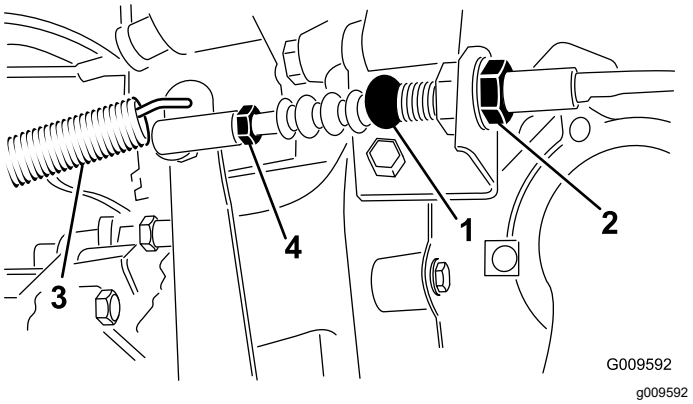

**Figuur 68**
1. Draai de contramoeren los waarmee de koppelingskabel vastzit aan de beugel op de koppelingsbehuizing (Figuur 68).